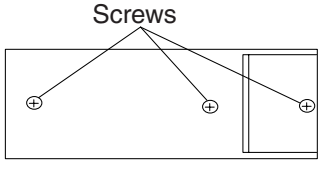

Fig. 1-1
1. Prepare normal remote control unit. (Part No. N0108UD, N0132UD, NE121UD or NE122UD) Remove 3 Screws from the back lid. (Fig. 1-1)